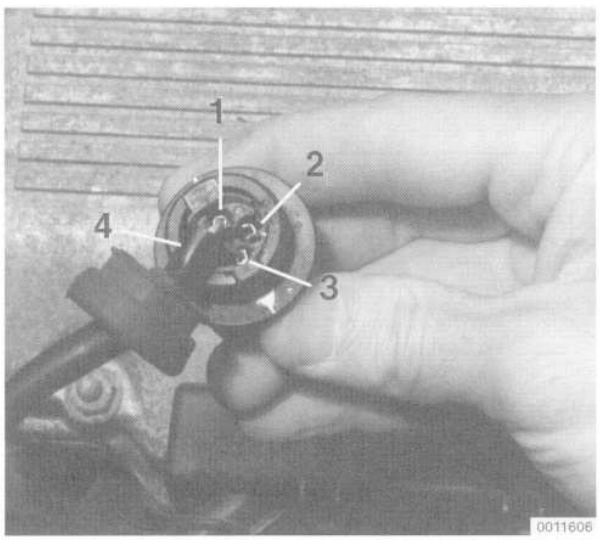

Fig. 14. Oxygen sensor connector terminal identification (M20 engine shown).
1. Connect a digital voltmeter to pins 1 an 2 (black wire and yellow wire) in the connector. Leave the connector connected. See Fig. 14.